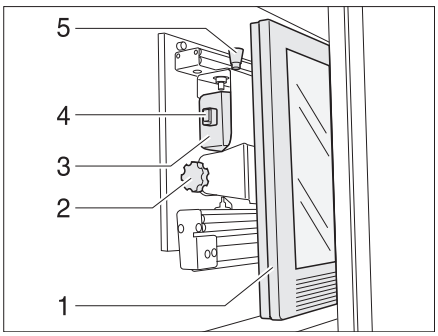

Fig. 58 TV cabinet
- Press the release knob (Fig. 58,5) and pull the holder for the flat screen forward as far as possible by the handle (Fig. 58,4).
- Pull the release knob (Fig. 58,1) and swivel the flat screen (Fig. 58,2) to the desired position.
- Loosen the knurled screw (Fig. 58,3).